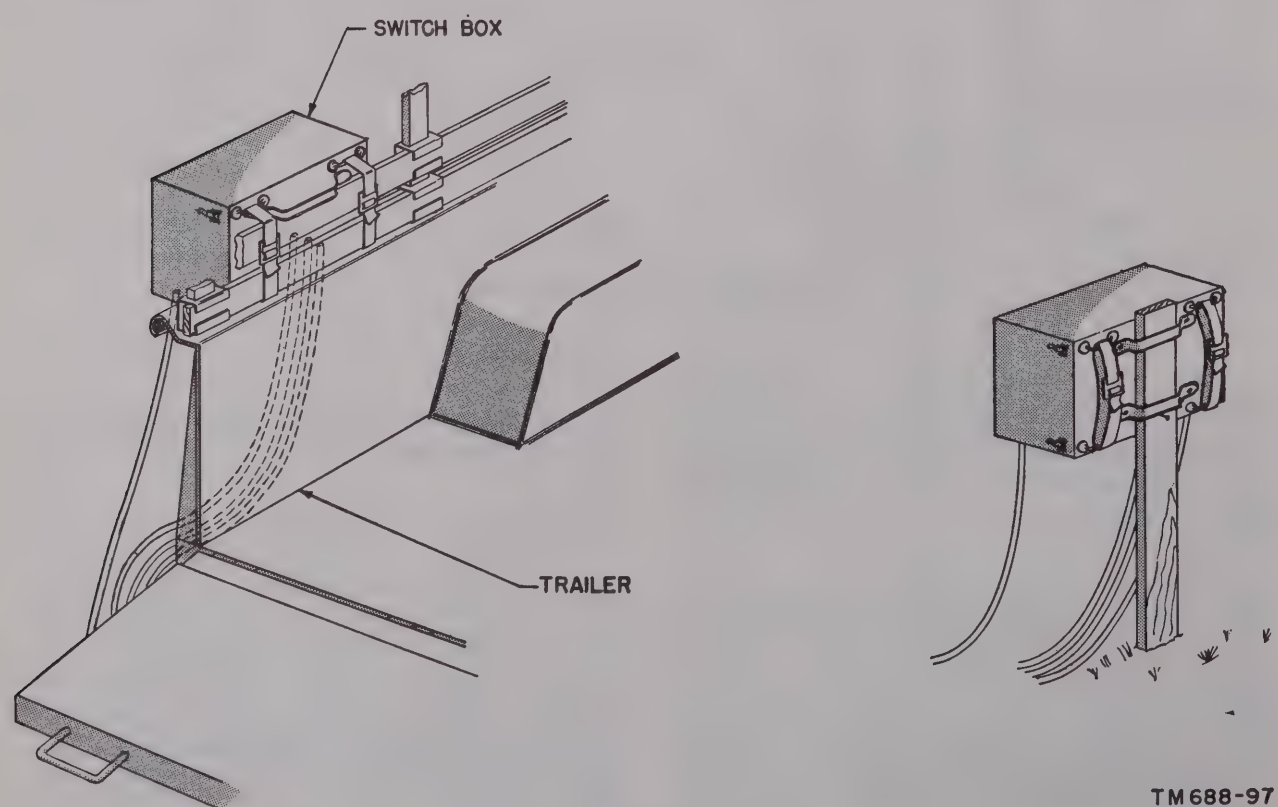

Figure 30. Installing switch box.
a. Unreel Electrical Power Cable Assembly CX–2380/U (125 ft), which is used to connect the OUTPUT terminal on Switch Box SA–345/U to the terminal box in the shelter. The switch box may be mounted on a post, a trailer associated with one power unit, or any convenient object which will keep it off the ground (fig. 30). Connect the three Electrical Power Cable Assemblies CX–2380/U (20 ft) (1, fig. 23) between the mobile power units and the appropriate terminals on the INPUT terminal strip of the switch box. Connect one cable from generator No. 1 to the two terminals marked